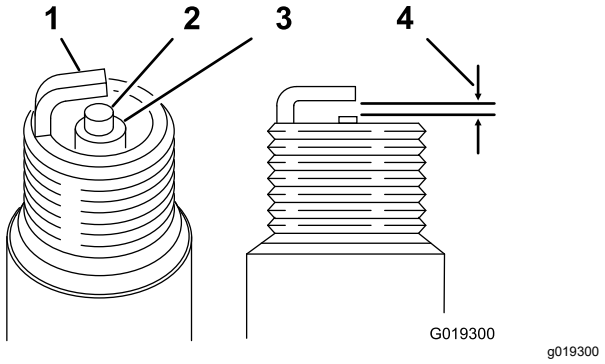

Figuur 33
Elektrodeafstand: 0,7 to 0,8 mm; zie Figuur 33
4. Stel de elektrodenafstand in op 0,70 tot 0,80 mm zoals in Figuur 33.